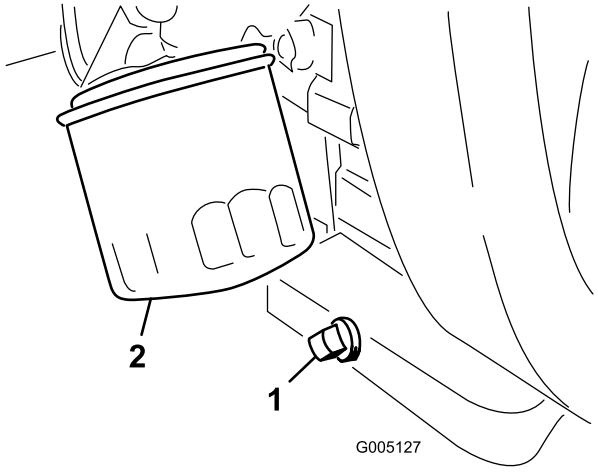

Figure 43
1. Retirez le bouchon de vidange (Figure 43) et laissez couler l'huile dans un bac de vidange. Remettez le bouchon quand la vidange est terminée.
2. Déposez le filtre à huile (Figure 43). Appliquez une fine couche d'huile sur le joint du filtre de rechange.